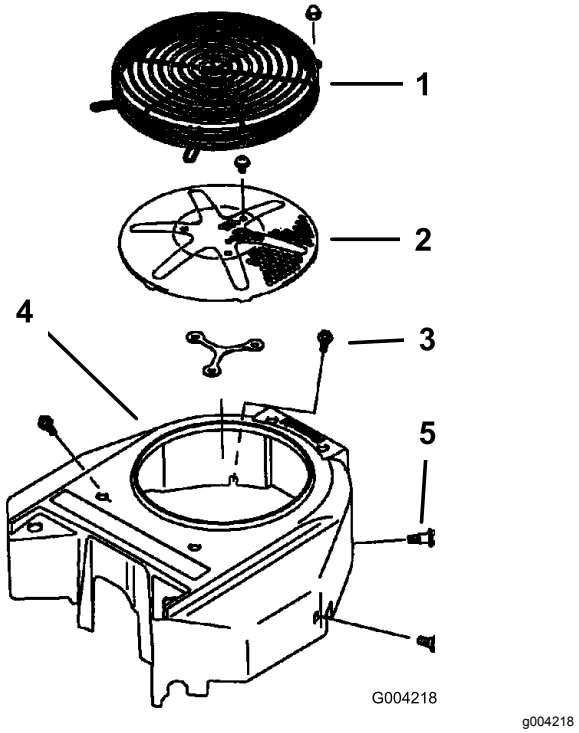

Figur 79
Ta bort alla eventuella ansamlingar av gräs, smuts eller annat skräp från motorfiltret innan du använder maskinen. Detta bidrar till att säkerställa tillbörlig kylning och korrekt motorhastighet samt minskar riskerna för överhettning och mekaniska skador på motorn (Figur 79).
3. Ta bort luftintagsgallret, startsnöret och fläkthuset (Figur 79).
5. Montera luftintagsgallret, startsnöret och fläkthuset (Figur 79).